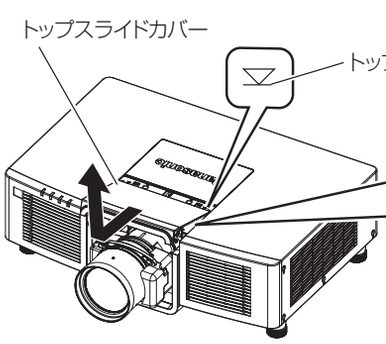

図3
2)　トップスライドカバーを取り外す（図 3）
5)　トップスライドカバーを取り付ける（図 3）